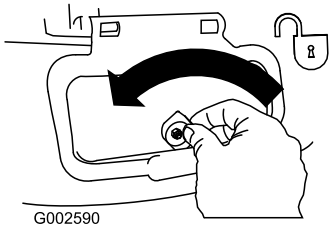

Figuur 20
1. Ontgrendel het deurtje van de zijafvoer (Figuur 20).